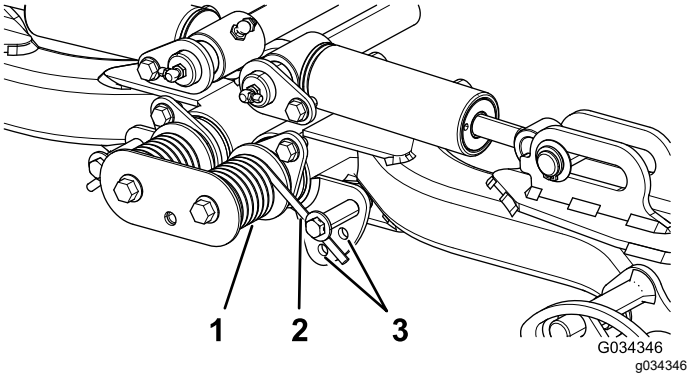

Figur 38
2. Før inn et rør eller lignende objekt på den lange fjærenden for å slippe noe av fjærspenningen under justering (Figur 38).
3. Mens du letter spenningen i fjæren, fjern bolten og låsemutteren som fester fjæraktuatoren til braketten (Figur 38).